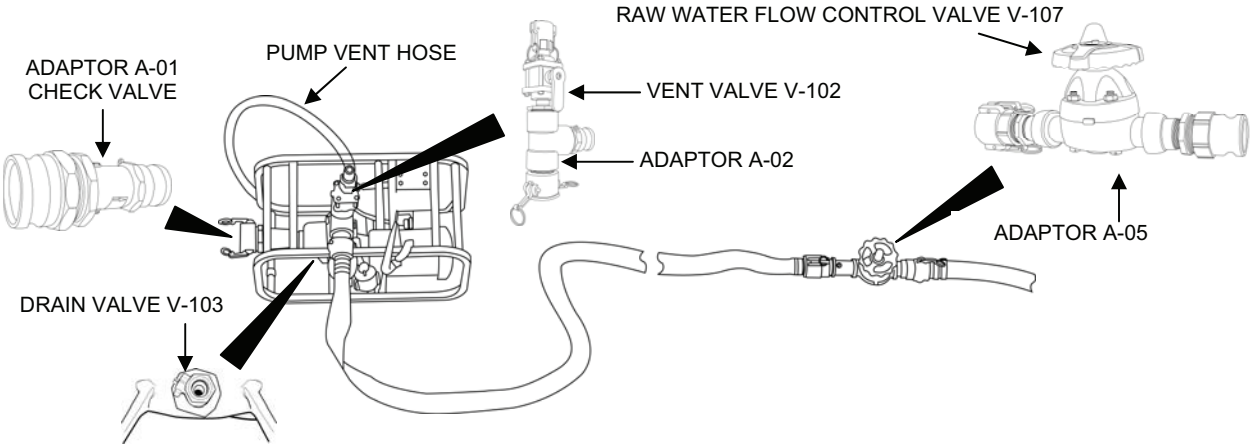

Figure 5. Raw Water System with Only the Motor-Driven Raw Water Pump.
1. Set valve positions as follows (Figure 5):